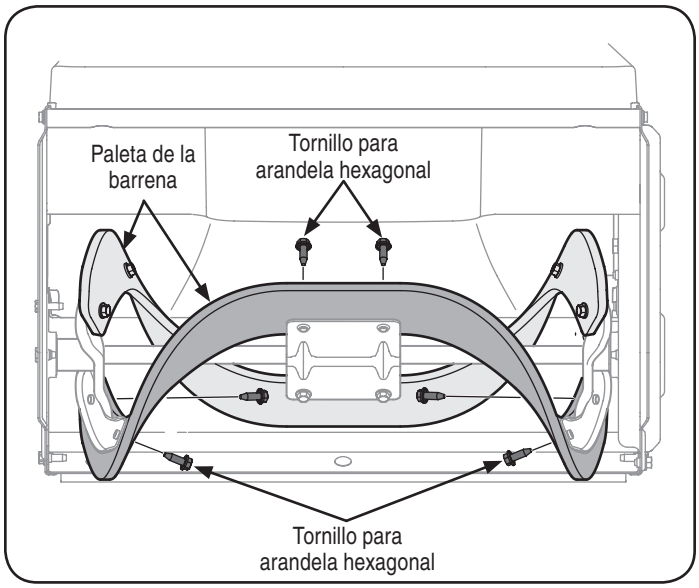

Figura 22
3. Saque las paletas de caucho ya existentes para lo cual desenrosque los tornillos para arandelas hexagonales que las unen a la barrena. Vea la Figura 22.